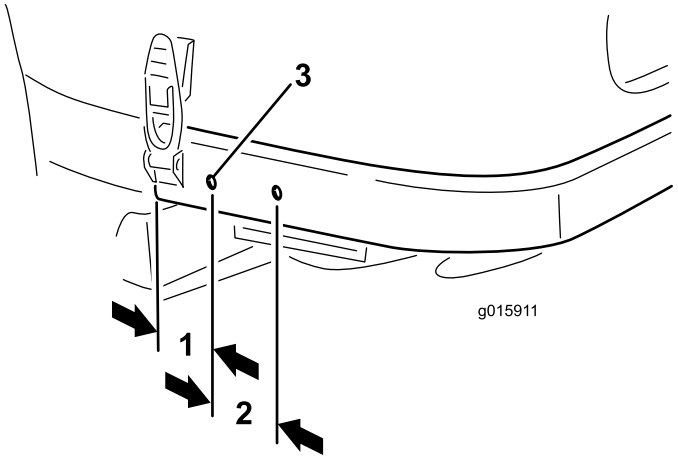

Figura 10
2. Usando las dimensiones indicadas en Figura 10, localice, marque y perfore dos taladros de 9 mm (0,35 pulgadas) en cada lado del bastidor trasero. Centre los taladros verticalmente en el bastidor.